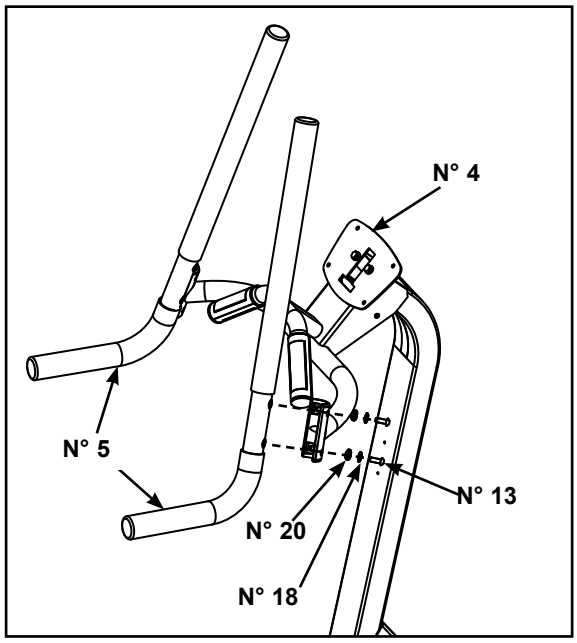

Figure 7
A. Repérez les deux poignées (n° 5), les quatre vis 5/16-18 X 7/8 po (n° 13), les quatre rondelles de 5/16 po (n° 18) et les quatre rondelles à épaulement (n° 20). Reportez-vous à la figure 7.
B. À l'aide d'une clé Allen de 3/16 po, fixez les poignées (n° 5) à l'afficheur (n° 4) en utilisant les quatre vis 5/16-18 X 7/8 po (n° 13), les quatre rondelles 5/16 po (n° 18) et les quatre rondelles à épaulement (n° 20). Reportez-vous à la figure 7.